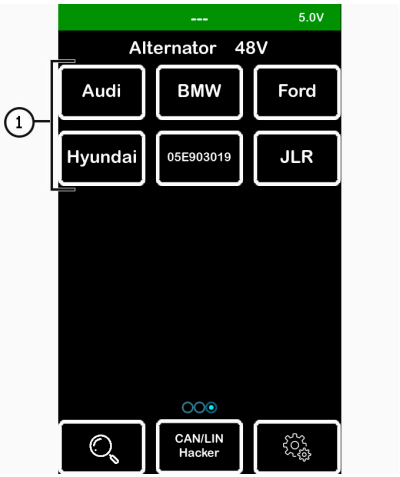

Rysunek 30
3. Wejdź do menu testera i wybierz tryb sprawdzania 48 V, a następnie wybierz model pojazdu odpowiadający badanemu alternatorowi (poz. 1 na rys. 30).